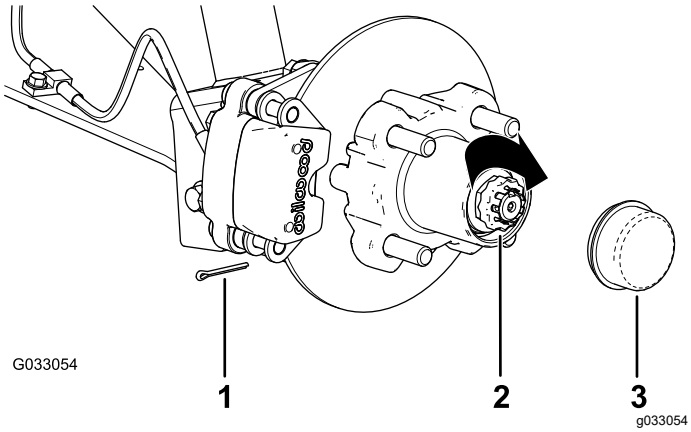

Figuur 34
8. Monteer de borgschroef over de moer en controleer de uitlijning van de sleuf in de schroef en de opening in de as voor de borgpen (Figuur 34).
9. Monteer de borgpen en plooi beide uiteinden rond de borgschroef (Figuur 34).
10. Plaats de stofkap op de naaf (Figuur 34).